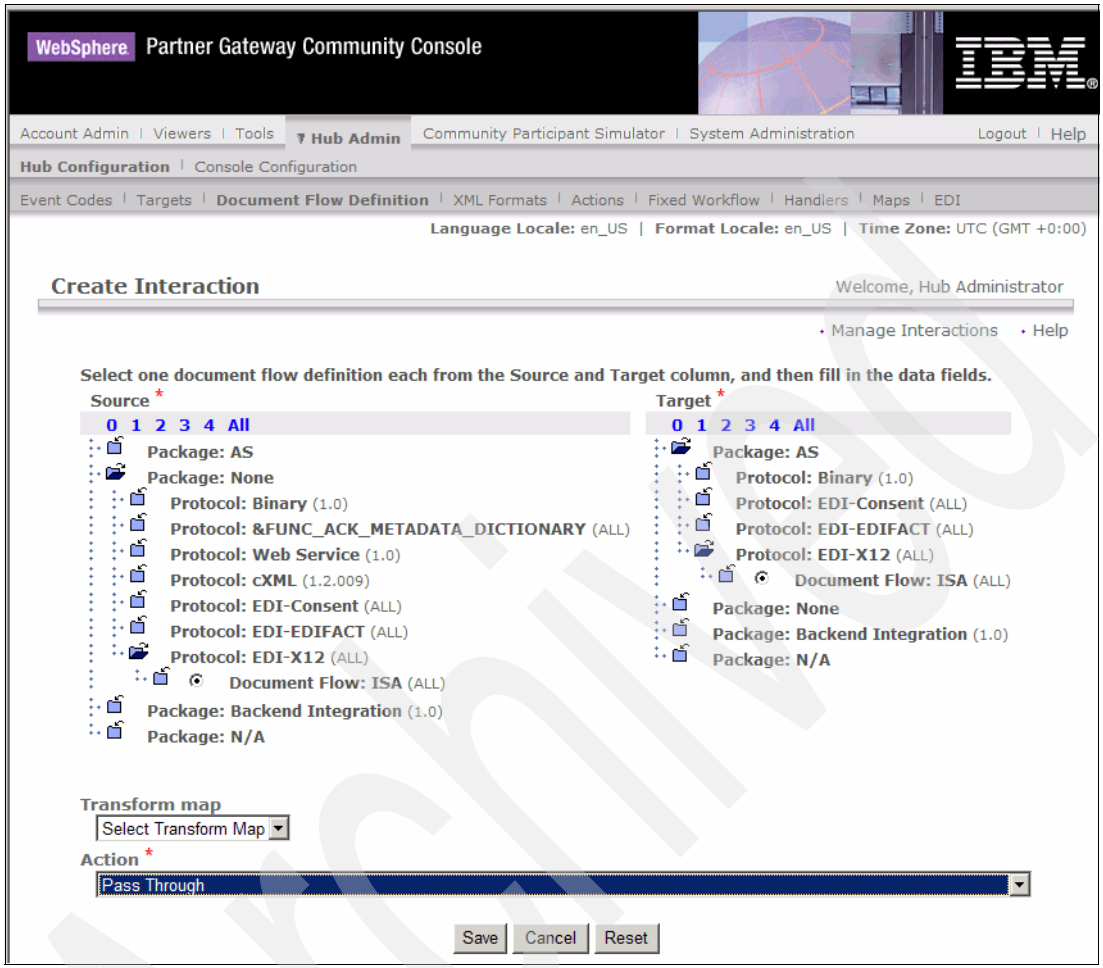

Figure 7-13 Unpackaged EDI-X12 to AS2 packaged EDI-X12
5. Using similar steps, create another the interaction to go from unpackaged EDI-X12 (None) documents to AS2 packaged EDI documents for our outbound flow. This is shown in Figure 7-13 on page 154.